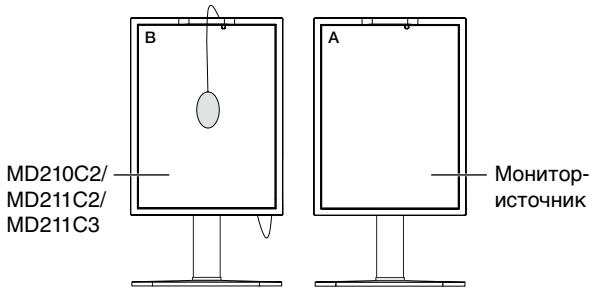

Рисунок C.2
7. Чтобы проверить белую точку монитора B, отключите USB-датчик цвета от монитора A и поместите в центр монитора B (**Рисунок C.2**). Чтобы пропустить проверку точки монитора B, нажмите SELECT на этапе 9 и перейдите к FINE TUNING (ТОЧНАЯ РЕГУЛИРОВКА).